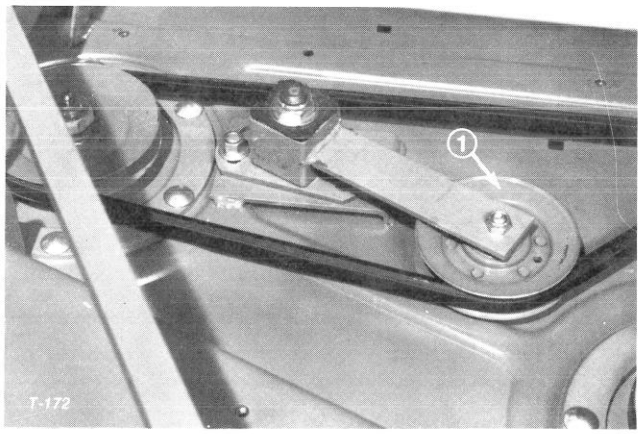

Figure 1
3. Loosen two nuts securing idler plate so tension of the idler pulley against the belt is released (Fig. 1).
4. Remove belt from right spindle pulley (Fig. 1).